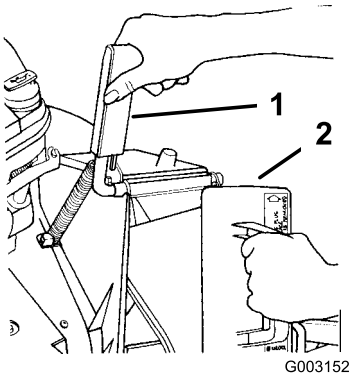

**Figura 7**
1. Tirate in avanti la maniglia dello sportello di scarico e spostate indietro lo sportello per aprirlo (Figura 7). Tenete la maniglia dello sportello di scarico per impedire che lo sportello a molla si chiuda mentre inserite la chiusura.
2. La chiusura è leggermente più larga dell'apertura del canale di scarico, pertanto dovrete girarla leggermente in senso orario durante l'inserimento (Figura 7).